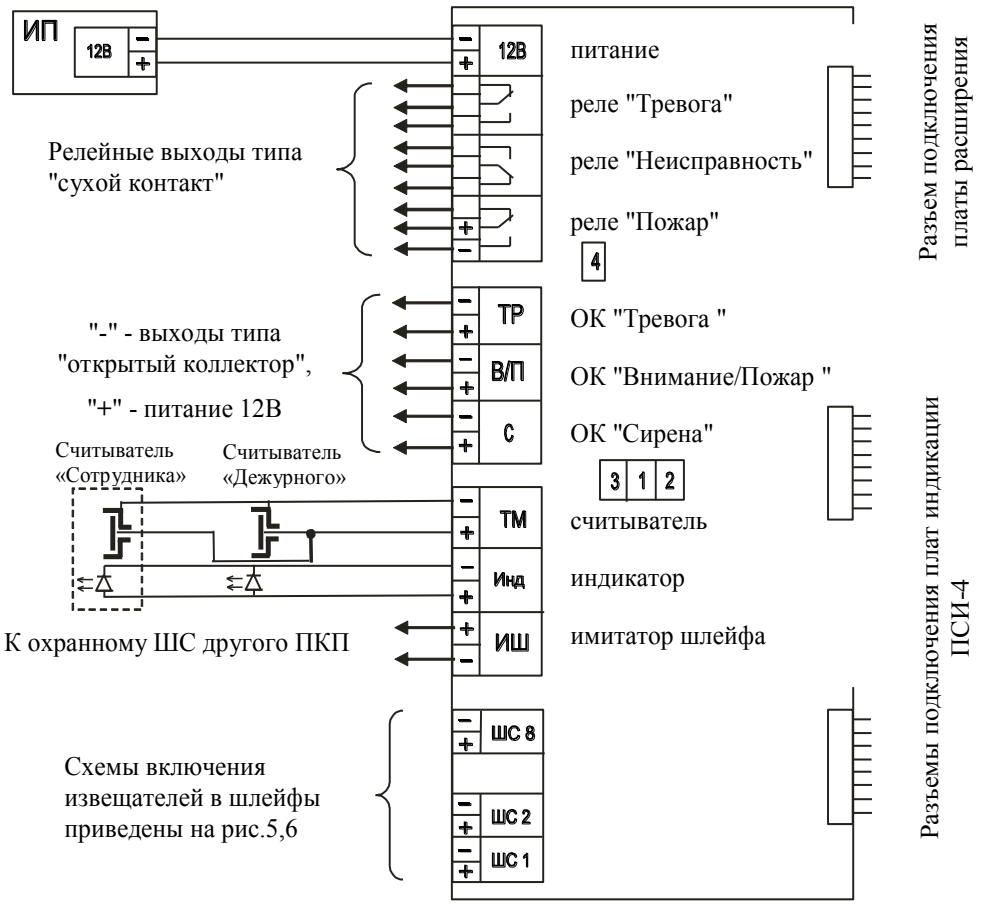

Рис.3. Схема электрическая подключения ПКП. Назначение перемычек 1-4 описано в п.5.1.6.
5.1.3. Количество охранных ШС может составлять 0,2,4,8, остальные - пожарные. Соотношение пожарных и охранных ШС устанавливается перемычками в соответствии с таблицей 2 и рис.3. Охранным ШС соответствуют младшие номера шлейфов, пожарным ШС - старшие.
5.1.5. На центральной плате (рис.3) расположены клеммы:
5.1.6. На центральной плате рис.3 расположены перемычки (джамперы):
ВНИМАНИЕ! При отсутствии шлейфа управления реле "Пожар" необходимо установить джампер отключения контроля ШУ (джампер №4 на рис.3) - см. п.5.1.6.